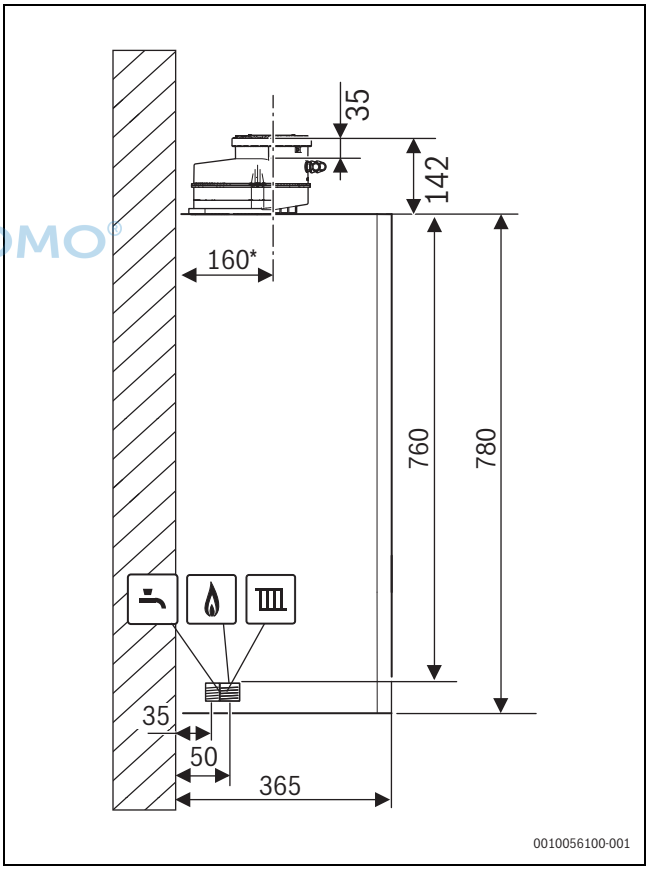

Bild 2 Seitenansicht (mm)
– Ggf. Maß der Blende ([2] in Bild 2) addieren.